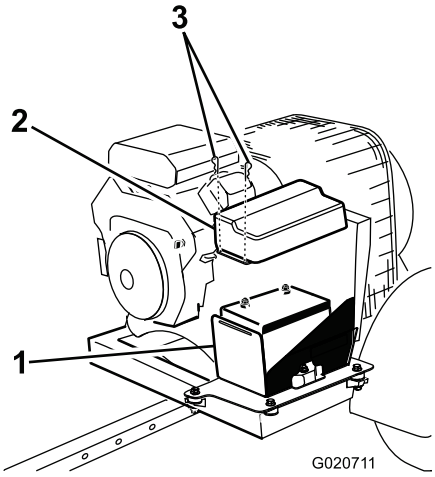

**Figur 3**
1. Fjern clipsen, der fastgør batteridækslet til batterikassen (Figur 3). Fjern dækslet fra kassen.